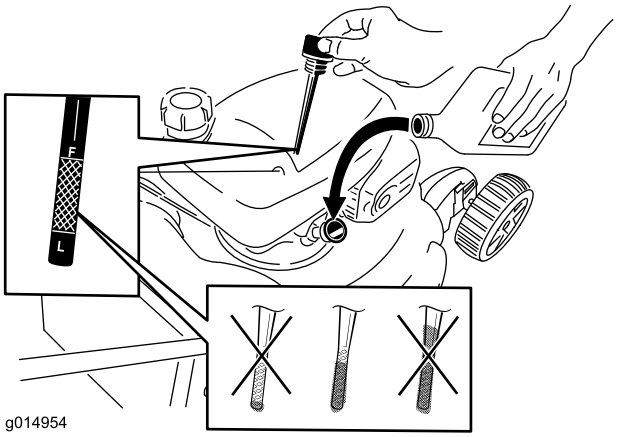

Figur 14
2. Fjern peilestaven (Figur 14).
5. Ta ut peilestaven, og kontroller oljenivået. Se Figur 14.
- Hvis oljenivået er for lavt, fyll langsomt på litt olje i oljepåfyllingsrøret, og gjenta så trinn 3 til og med 5 til oljenivået er korrekt, som vist i Figur 14.